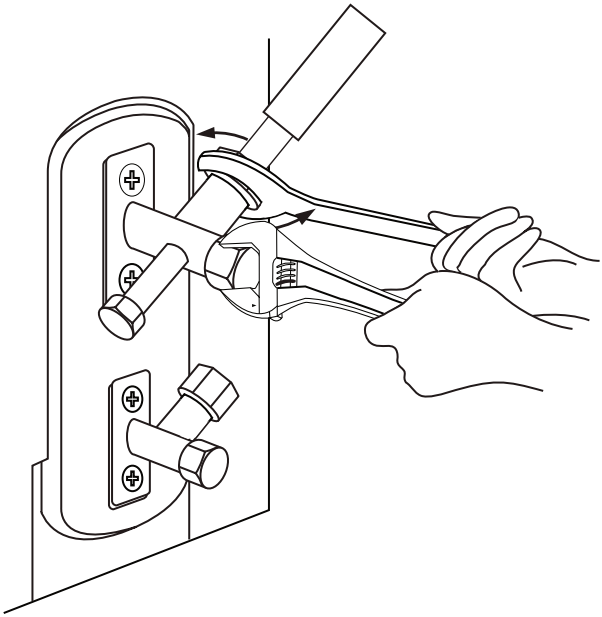

Rys. 7.10
4. Posługując się kluczem przytrzymać korpus zaworu. Nie trzymać za nakrętkę, która uszczelnia zawór serwisowy. (Patrz Rys. 7.10)